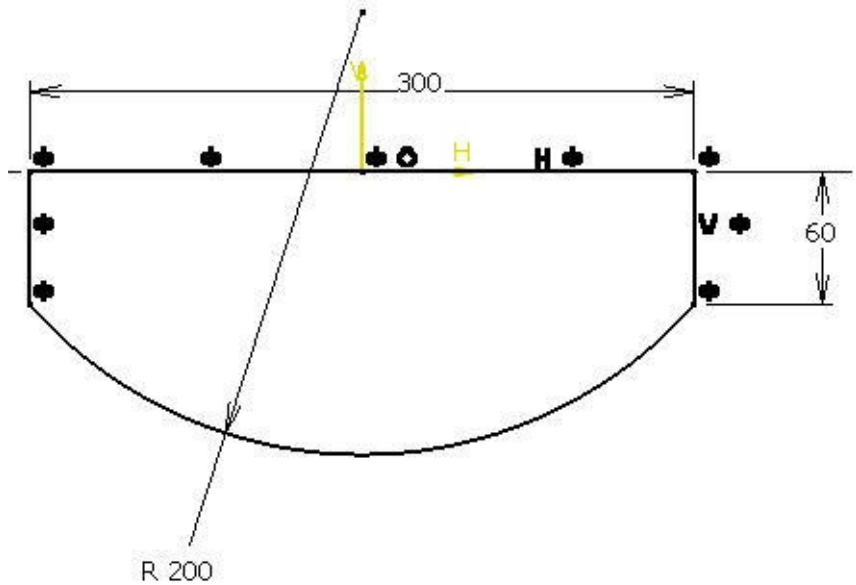

Figure 7-30 *Sketch of the base feature*
Figures 7-30 and 7-31.
1. Start a new file in the **Part** workbench and draw the sketch of the base feature by selecting the zx plane as the sketching plane, as shown in Figure 7-30.